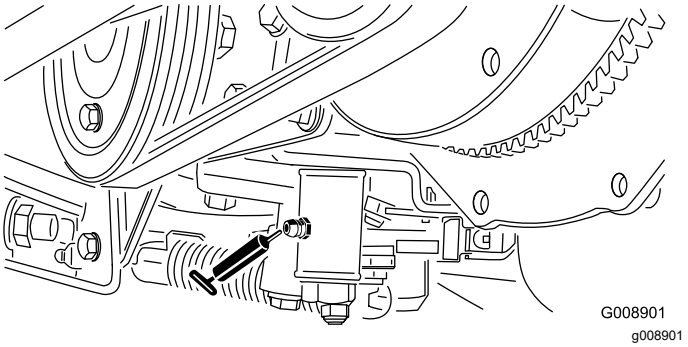

**Figur 63**
- Justeringsmekanism för neutralläge (Figur 63)